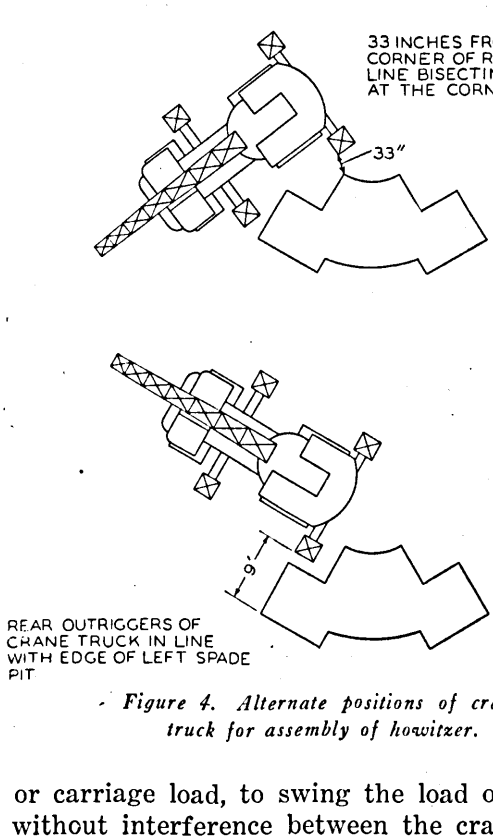

Figure 4. Alternate positions of crane truck for assembly of howitzer.
b. Positions for crane truck. In different situations the crane truck will have to occupy different positions with respect to the pit. Two satisfactory positions are shown in figure 4. Of these two, the second shown has several advantages:
(1) Less swinging of the boom is required in handling the loads.
(2) The howitzer and cradle can be lowered into the false cradle without lowering the boom.
(3) The weight of the front part of the truck acts as a counterweight while the boom is at its lowest position.
(4) The pit can be dug from the same approximate position.
(5) It is possible, after raising the howitzer
a. Description of operation. (1) The clamshell bucket is removed from the crane and placed on its trailer.
(2) Under the direction of the chief of section, the crane truck is placed on the left (right) side of the pit, as indicated in figure 4.
(3) The floats of the crane are placed and outriggers are secured to them.